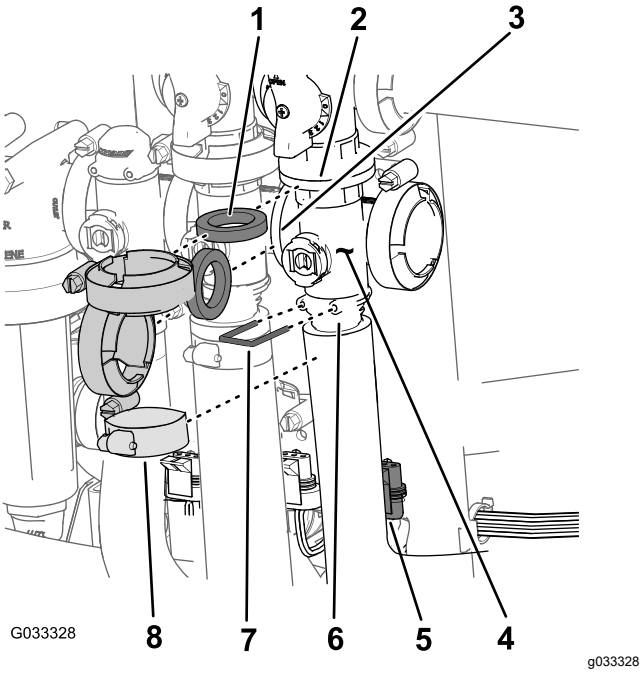

**Figura 72**
1. Remova as braçadeiras e juntas que prendem o coletor da válvula da seção principal (Figura 72) à válvula de desvio da seção principal, válvula de agitação e válvula do coletor da seção principal (na extremidade da mangueira do medidor de fluxo).
2. Remova o retentor que prende o encaixe de saída ao coletor para a válvula da seção principal (Figura 72).